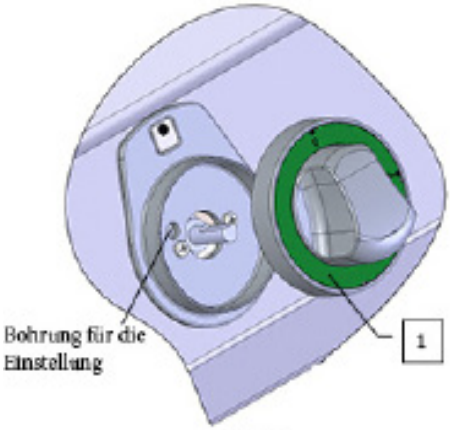

Abb. 4
- Entfernen Sie den Drehknopf (Pos. 1, Abb. 4), indem Sie ihn zu sich heranziehen.
- Nehmen Sie den Drehknopf (Anm. 1, Abb. 4) ab und ziehen Sie ihn zu sich heran.